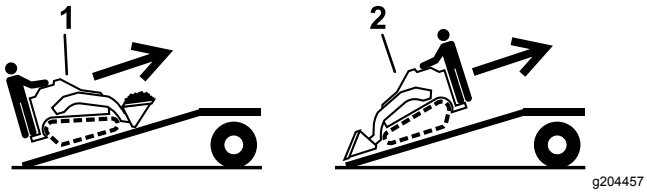

Figuur 28
5. Laad de machine op de aanhanger met de zwaarste kant naar de bovenste zijde van de oprijplaat gericht, en zorg dat de lading onderaan zit (Figuur 28).
1. Breng de oprijplaat naar beneden (Figuur 28).